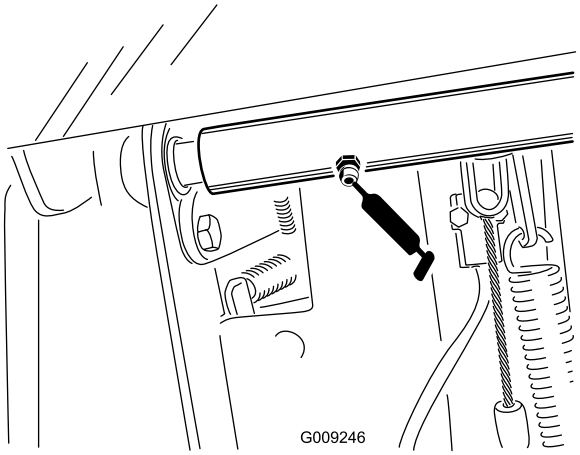

Figur 35
- 2 axellager för bromspedalstappen (Figur 35)